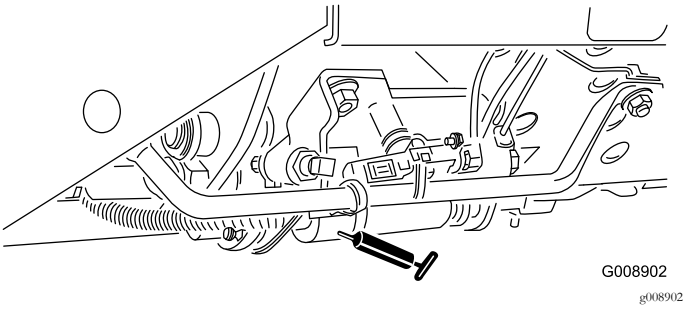

Figur 58
- Klippe-/transportpedal (Figur 58)